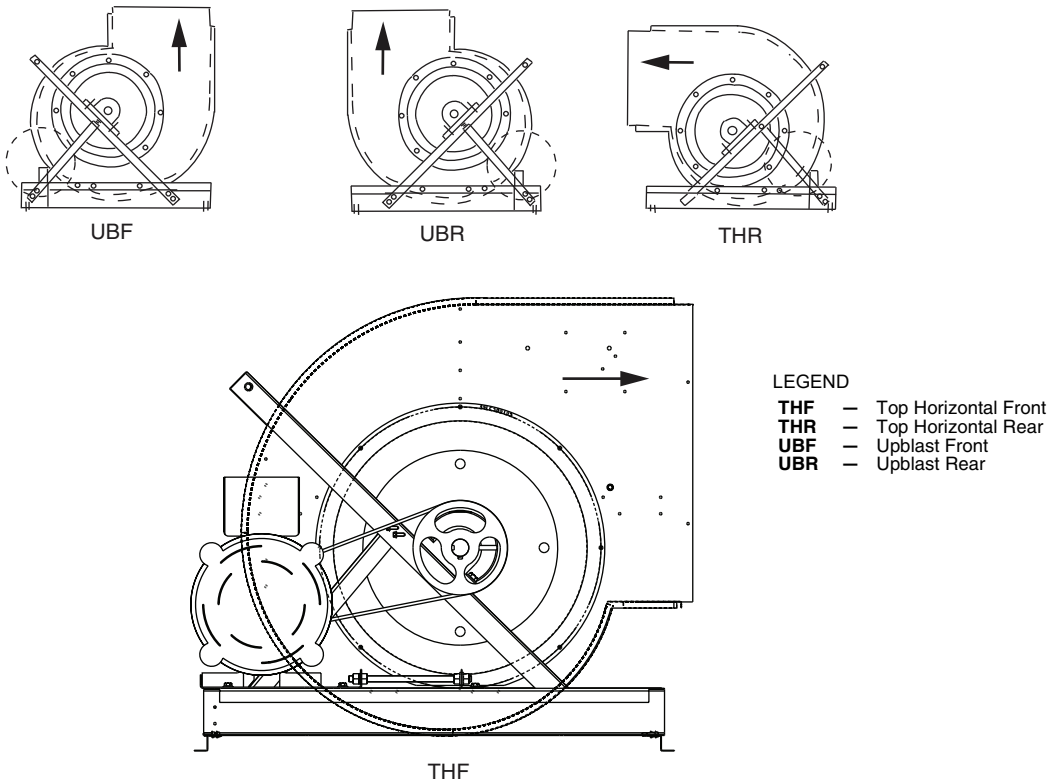

Fig. 77 — Fan Discharge Positions, Sizes 21 and 25
2. Sizes 21 and 25 — See Fig. 77. The "A" frame support must be removed. To change from upblast to horizontal discharge or from horizontal to upblast discharge, the bearings must be relocated to keep the wheel centered in the housing. To change from upblast front (UBF) to upblast rear (UBR) or from top horizontal front (THF) to top horizontal rear (THR) or vice versa, turn the entire fan housing 180 degrees about its base.